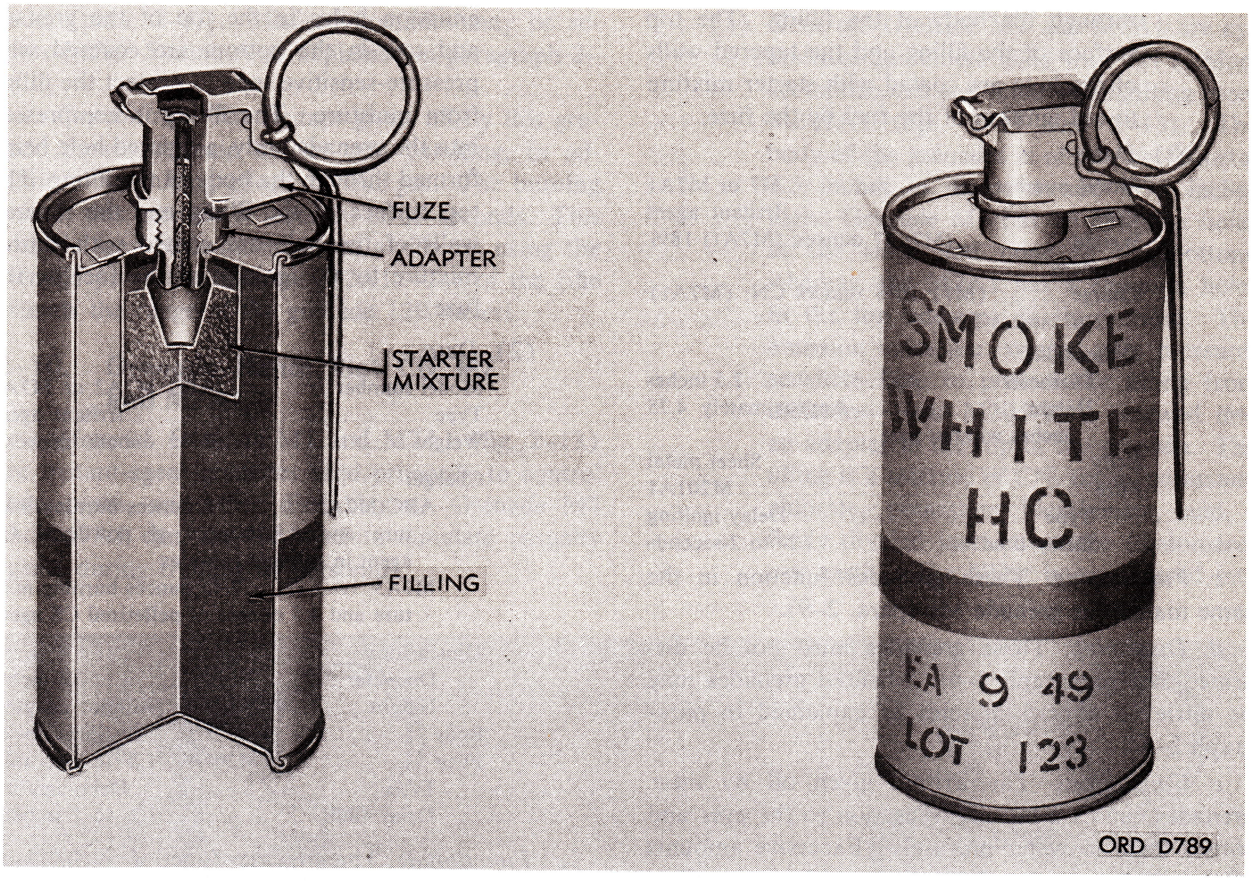

Figure 2–14. Grenade, hand: smoke, HC, AN–M8, w/fuze, M201A1.
a. General. The smoke grenade AN–M8 (fig. 2–14) is used to generate white smoke for signaling and screening. The grenade is used for ground-to-air and ground-to-ground signaling, and for screening the activities of small units for short periods of time.
(1) *General.* Smoke grenade AN–M8 is a cylindrical metal container 2.5 inches in diameter and 4.5 inches high. The grenade AN-M8 is filled with 19 ounces of type C HC smoke mixture and is fitted with a grenade igniting fuze M201A1 (fig. 2–11). Four emission holes in the top of the grenade are covered with pressure-sensitive tape to protect the filler from moisture. A plastice cut set in the top of the filling contains starter mixture which is centered under the fuze. Fuze M201A1 is screwed into an adapter in the top of the grenade.